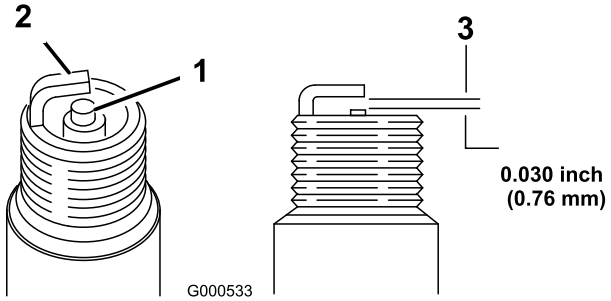

Figur 32
1. Titta i mitten av tändstiftet (Figur 32). Om isolatorn är ljust brun eller grå fungerar motorn korrekt. En svart beläggning på isolatorn betyder vanligen att luftrenaren är smutsig.
2. Kontrollera avståndet mellan mitt- och sidoelektroderna (Figur 32). Böj sidoelektroden (Figur 32) om avståndet är felaktigt.